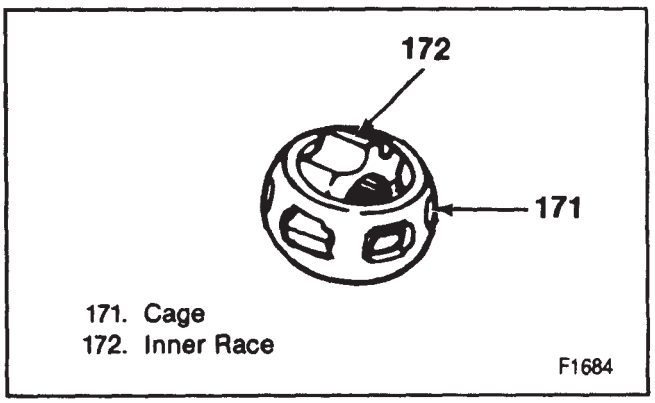

Figure 39—Removing/Replacing the Inner Race
7. Inner race (172) (figure 39).
- Apply grease as specified in SECTION 0B to the ball grooves of the inner race (172), and outer race (170).
1. Inner race to the cage (171) (figure 39).